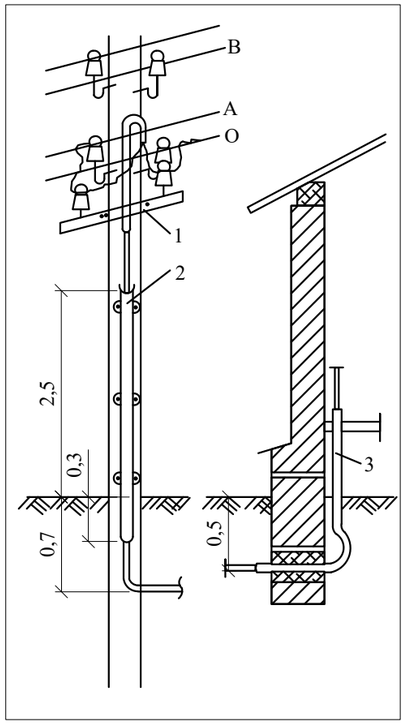

Рис. 2. Подземный ввод кабеля в здание.
6. Для ввода кабеля в здание (рис. 2) в стенке фундамента на глубине не менее 0,5 м пробивают отверстие. В него пропускают трубку диаметром в 1,5-2 диаметра кабеля (но не менее 5 см). Длину трубки подбирают с таким расчетом, чтобы она проходила сквозь всю толщину стенки фундамента и имела выступы с обеих сторон: на 5 см внутри здания и на 60 см снаружи. Трубку укладывают с уклоном в сторону наружной траншеи (приблизительно 5°) и тщательно изолируют (уплотняют цементным раствором с песком, глиной или кабельной пряжей, смоченной маслом), что исключает попадание воды в здание. Через одну трубку можно вводить только один кабель, а если ввод осуществляется несколькими кабелями, для каждого в стенку фундамента монтируется отдельная трубка.